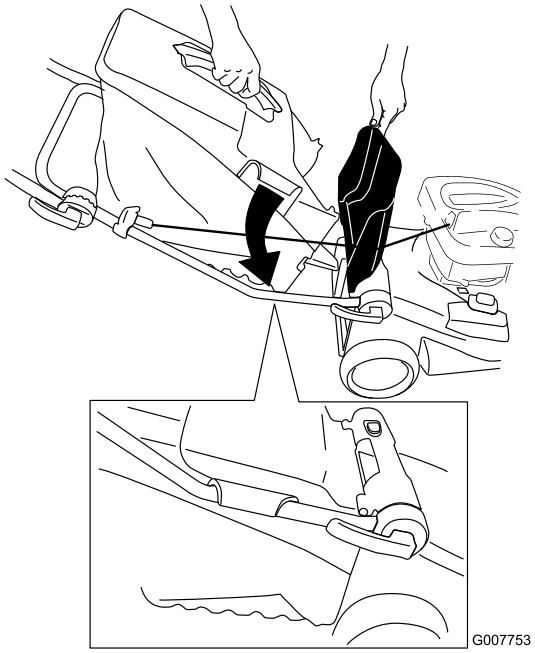

Bild 20
2. Heben Sie die hintere Klappe an und hängen Sie den Fangkorb am Griff ein; senken Sie die hintere Klappe dann ab (Bild 20).